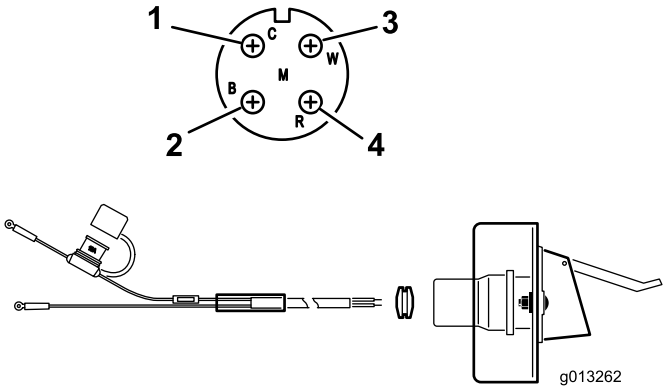

Figuur 9
2. Leid de elektrische bedrading van de accu naar de stekkerhouder en maak de bedrading vast (Figuur 9).
3. Leid de bedrading door de contrastekkerhouder, plaats de zwarte rubberen pakkingring over de bedrading (Figuur 9).